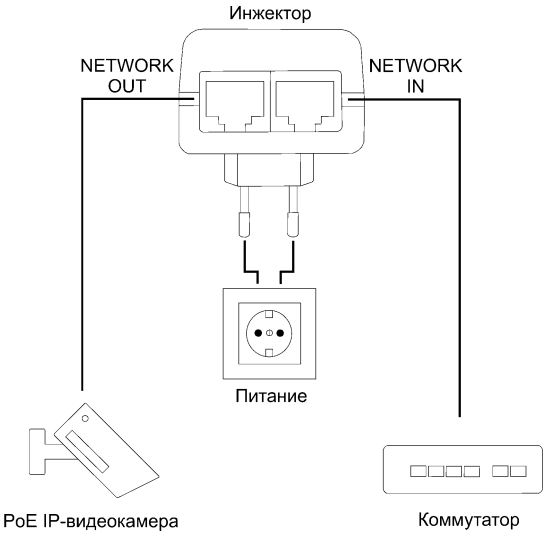

Рисунок 2 – Схема подключения
- Подключите коммутатор стандартным сетевым кабелем UTP cat5e/6 к разъему «NETWORK IN» изделия (см. рисунок 2).
- Подключите IP-видеокамеру с питанием PoE стандартным сетевым кабелем UTP cat5e/6 к разъему «NETWORK OUT» изделия (см. рисунок 2).